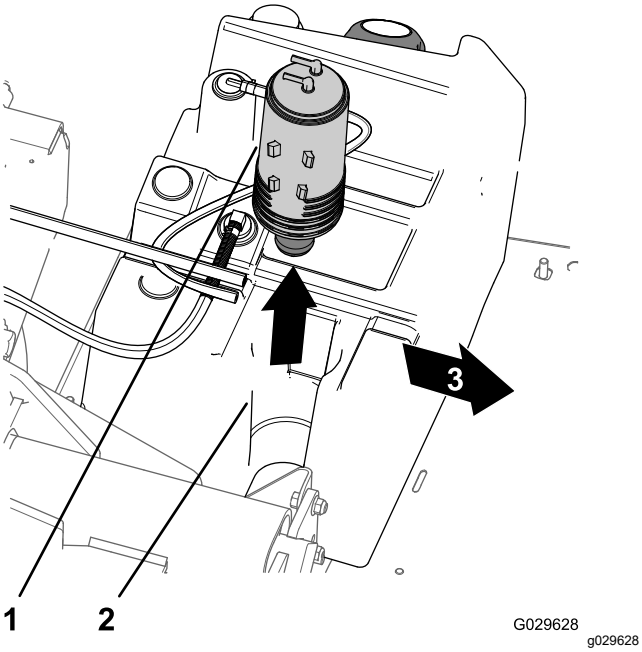

Figur 48
3. Løft kulfilterbeholderen af kulfilterbeholderens montering i brændstoftanken (Figur 48).
7. Sæt den nye kulfilterbeholder ind i kulfilterbeholderens montering på brændstoftanken med tømningsfittings og brændstoftankens fittings justeret bagud (Figur 48).